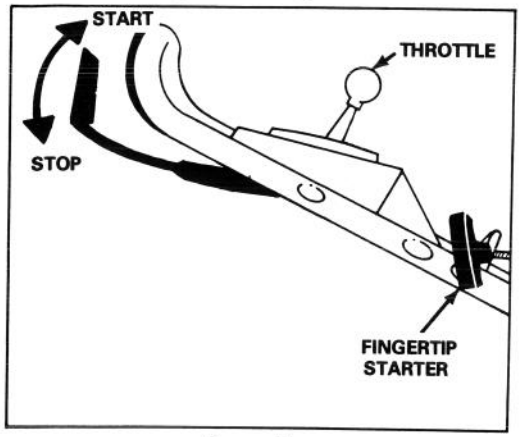

Figure 7
1. CONTROLS — Throttle, control bar and fingertip starter are on upper handle (Fig. 7).